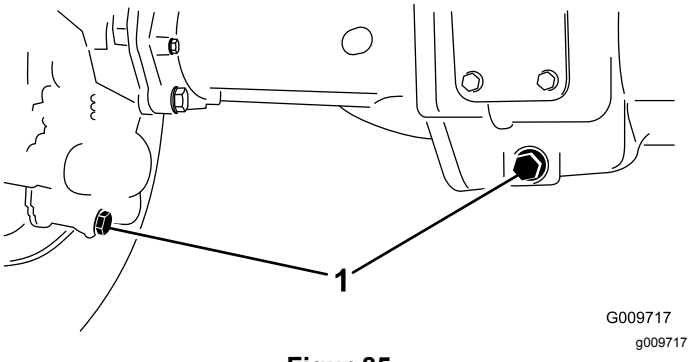

Figur 85
2. Rengør området rundt om de tre aftapningspropper, en på hver ende og en i midten (Figur 85).